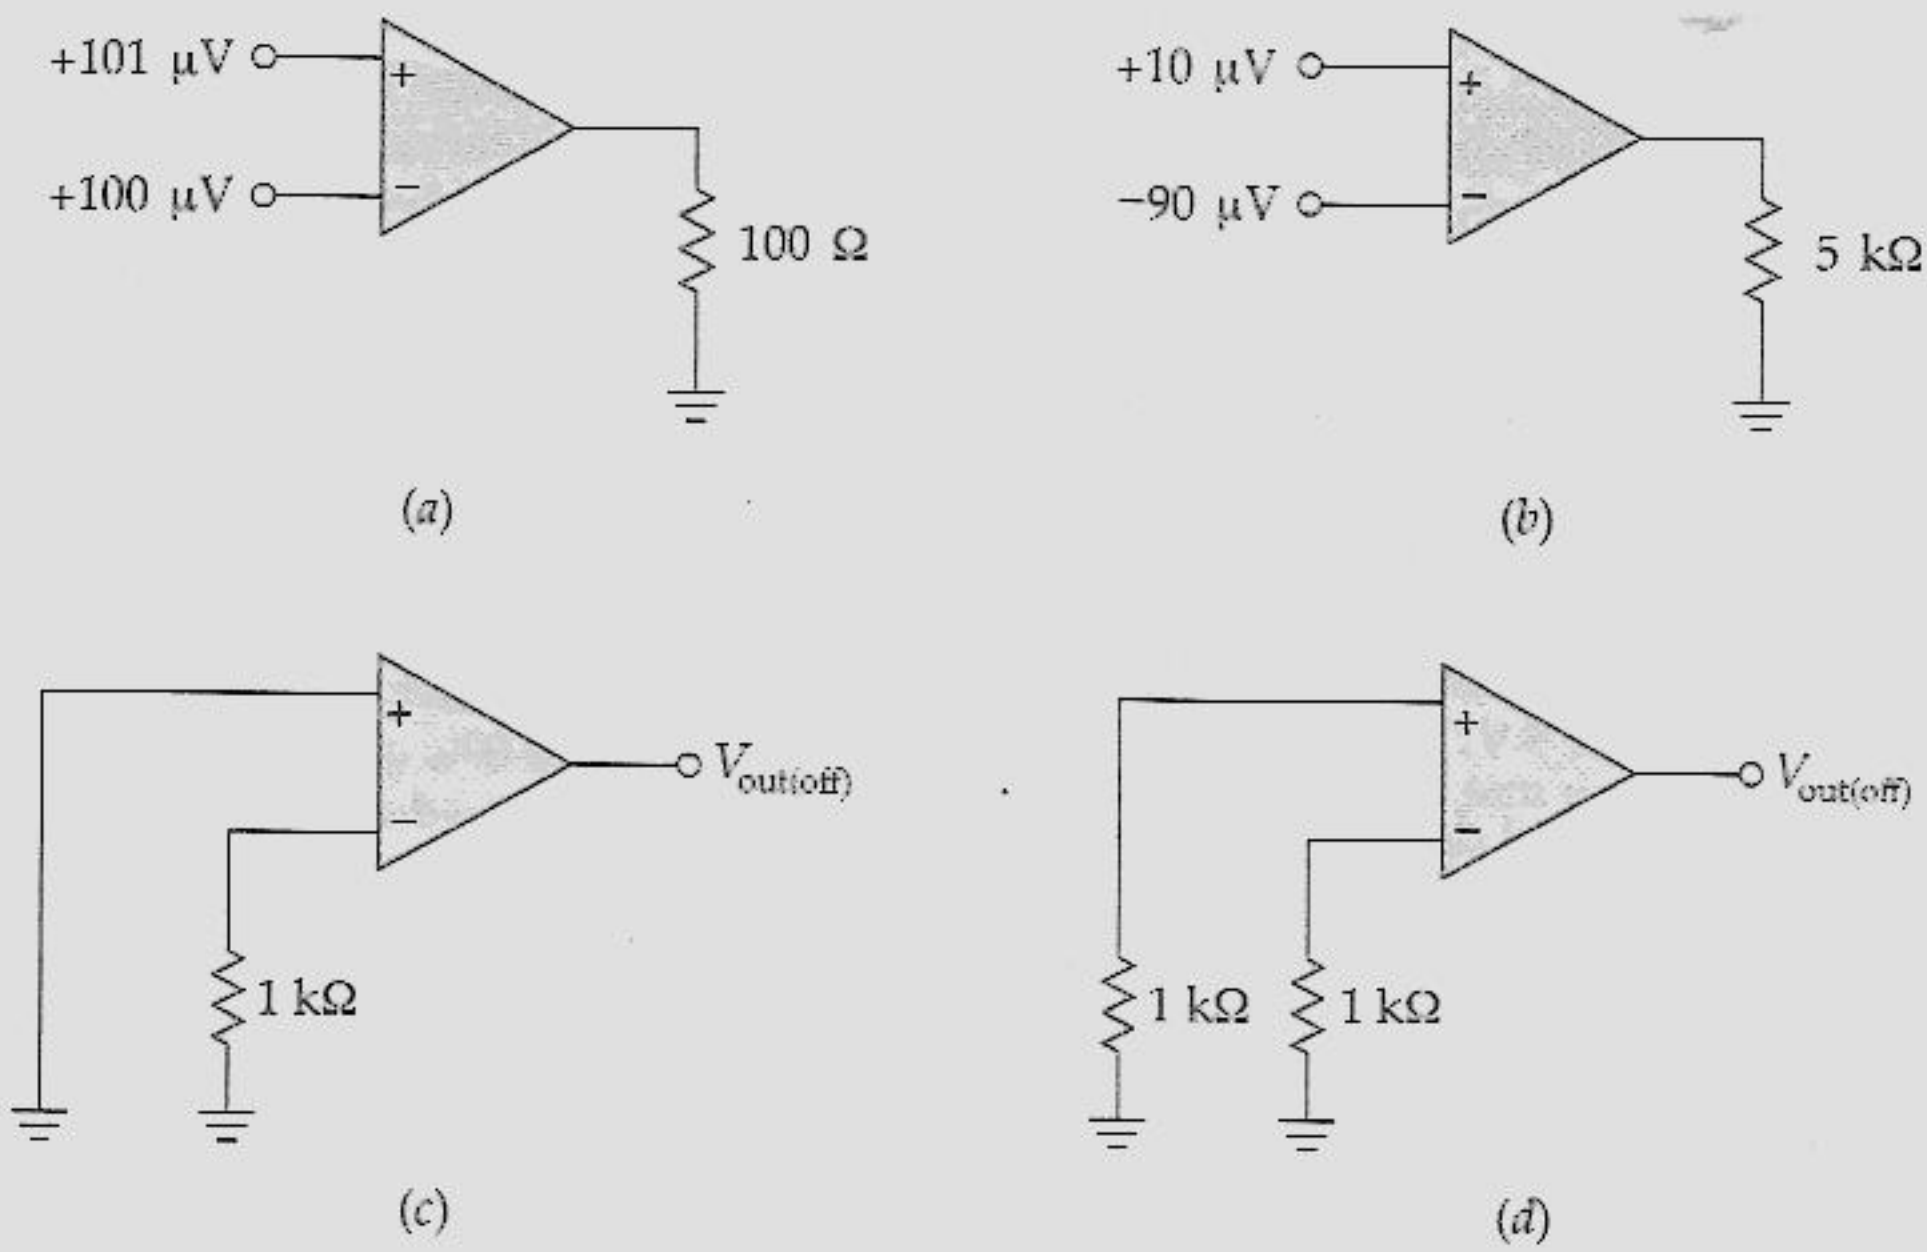

Figura 18.20
18.36 O amplificador da Figura. 18.20*a* tem um z_{in} de 2 MΩ, um z_{out} de 75 Ω e um A de 100.000. Qual a tensão de saída através do resistor de 100 Ω?
18.37 Na Figura 18.20*a*, A' é igual a 92 dB e z_{out} é 75 Ω. Qual o valor da tensão de saída?
18.38 Se A é 100.000 e z_{out} é 75 Ω na Figura 18.20*b*, qual a tensão de saída?
18.39 Na Figura 18.20*c*, as correntes de entrada de base são $I_{B1} = 90$ nA e $I_{B2} = 70$ nA. Quanto vale a corrente de polarização de entrada? E a corrente de compensação de entrada? Qual a tensão na entrada não-inversora? Se $A = 100.000$, qual a tensão de compensação de saída?
18.40 Na Figura 18.20*c*, $v_{in(off)} = 0$, $I_{in(bias)} = 80$ nA e $I_{in(offset)} = 20$ nA. Se $A = 10.000$, qual a máxima tensão de compensação de saída?
18.41 $I_{(in)(off)} = 20$ nA na Figura 18.20*d*. Se $\Delta V_{BE} = 0$, qual a tensão diferencial de entrada? Se $A = 100.000$, qual o valor da tensão de compensação de entrada?